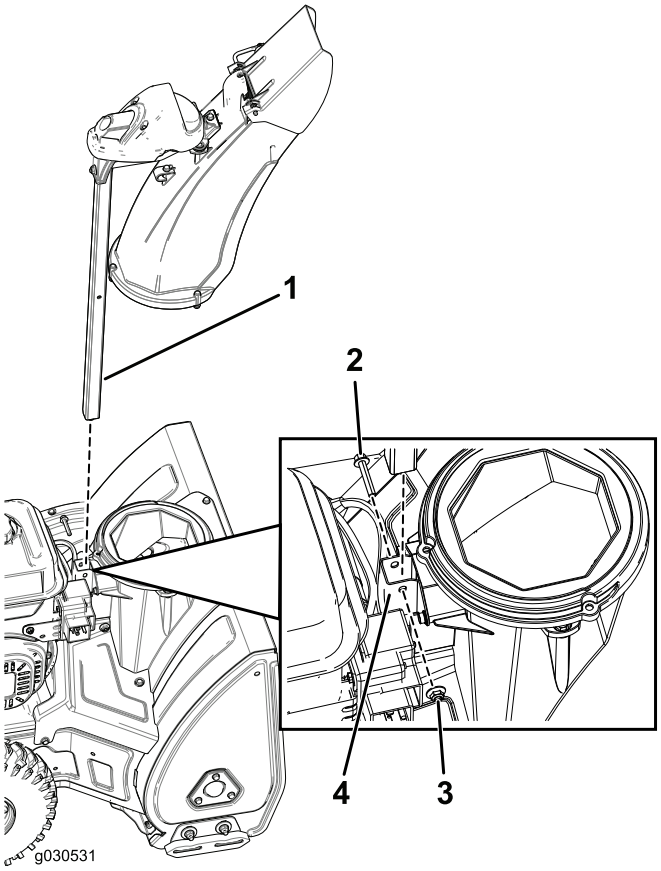

Figur 5
1. För in utkastarens stöd genom fästet och in i maskinens stomme, och fäst stången med en skruv och en låsmutter (Figur 5).